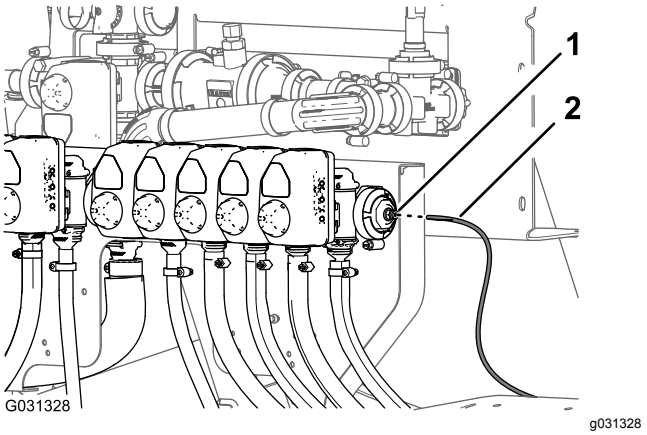

**Figur 139**
1. Juster enden af tryksensorrøret (plastik) til trykmåleren i instrumentpanelet, så den passer med låsemuffen til rørkoblingen (Figur 139).
2. Sæt sensorrøret i låsemuffen, så røret sidder korrekt (Figur 139).